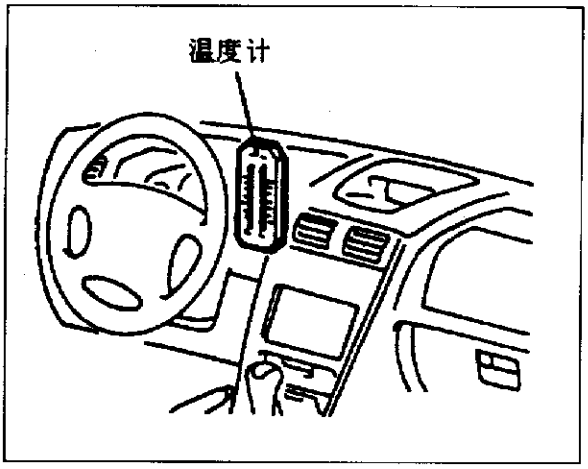

图 9－4－2
(10)把温度计放在空调左中央出风口，运转发动机 20min，如图 9－4－2 所示。